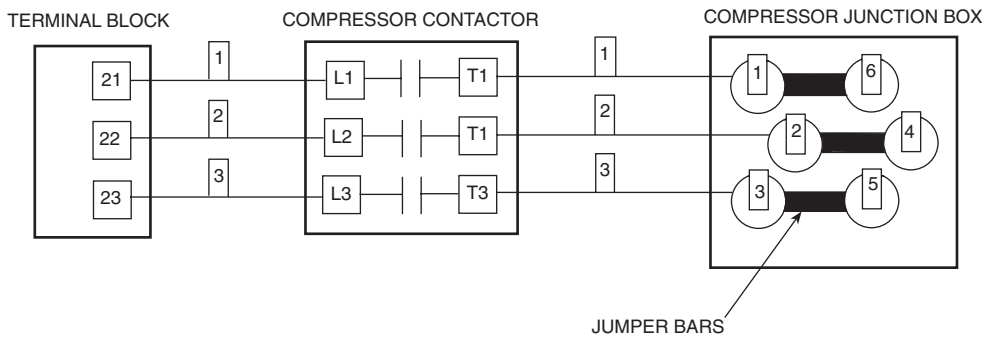

Fig. 2 — Across-the-Line (XL) Compressor Wiring
Wye-Delta vs Across-the-Line (XL) Starting Option — All 30GXN,R and 30HX chillers operating at voltages of 230-3-60, 208/230-3-60 or 230-3-50 (4, 5, or 8 at Position 12 in model number) are supplied with factory-installed Wye-Delta starters. All other voltage options can be ordered with either Wye-Delta or XL starting options. The XL starting method is the most cost effective and simply starts the compressor motor in a Delta configuration (the motors are designed for continuous operation in this configuration) using a single contactor. See Fig. 2. This is the simplest starting method to use and is ideal where starting current does not require limiting.